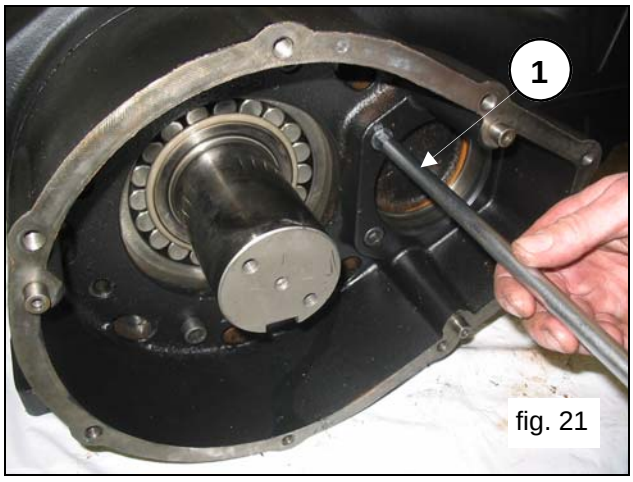
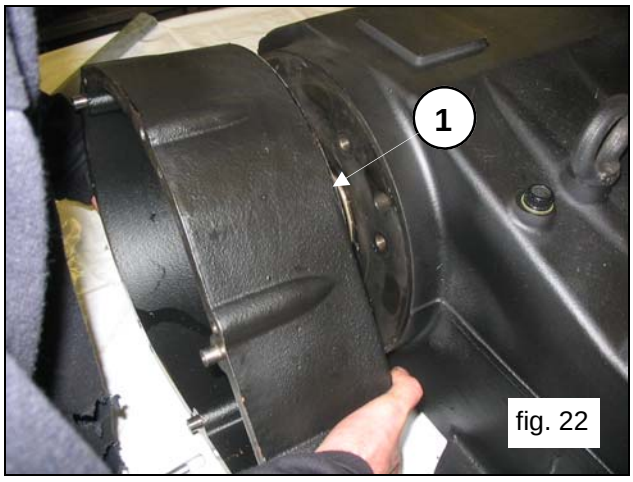

fig. 21
fig. 22
On the opposite side, unfasten the reducer case screws (pos.①, fig.21), and then remove the case (pos.①, fig.22).